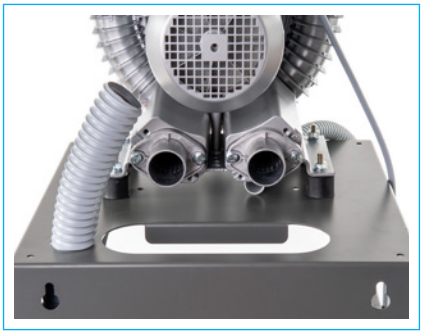

Bild. 59 Montera sugslangen på rörkröken
- ➡ Bild. 59 Montera sugslangen på rörkröken (Sidan 56).